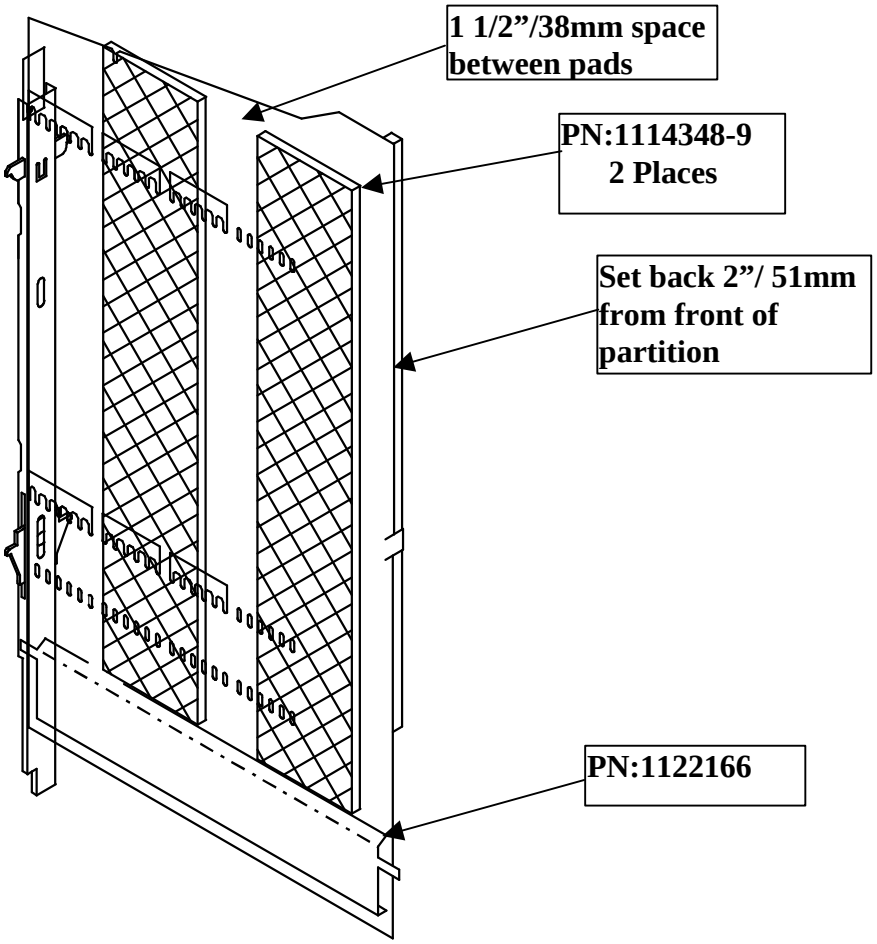

Figure 1
****Install magnetic column spacers into right side of partition above product side spacer (See Figure 1 for installation detail)**
Installation (see Figure 1)
Step #3 Install pkg. of two 45.3” long magnetic foam pads (P/N1114348-9) on the right side partition. Locate pads as shown in Figure 1 above the .74 product side spacer (P/N1122166)